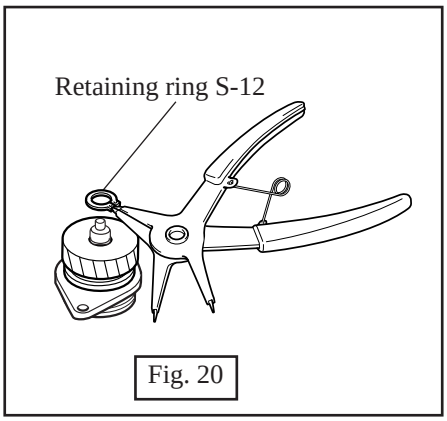

Fig. 20
(4) Mount retaining ring S-12 for securing helical gear 38. See Fig. 20.